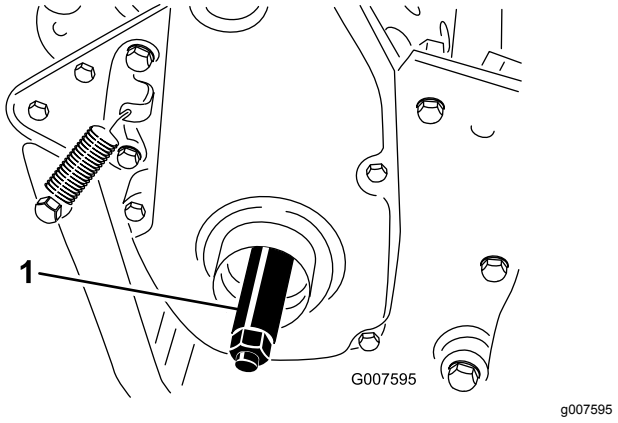

Figuur 9
3. Draai de rechterwielas in de aandrijfpoelie op de rechterzijde van de machine (Figuur 9).